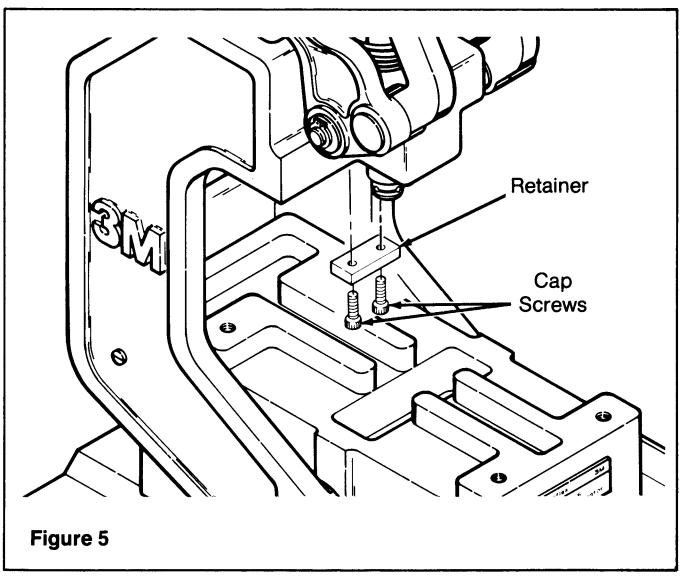

Figure 5
1. Loosen the two socket head cap screws on the retainer (Figure 5). Install a crimp bar or platen on the shaft, visually realign the shaft in the proper position, and move the retainer against the flat area of the shaft.